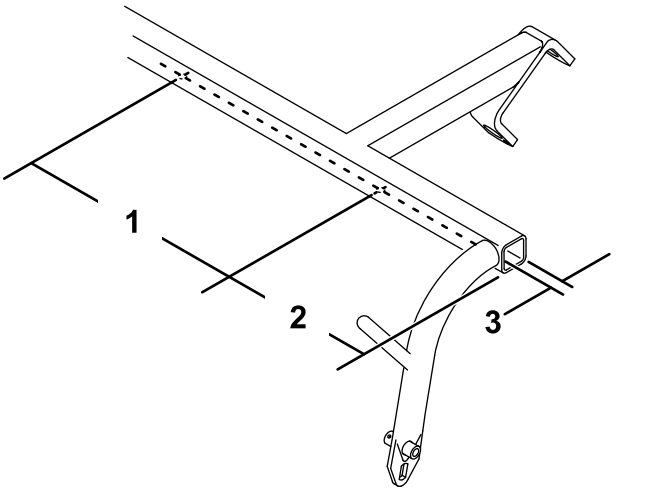

Figura 2
4. Se il telaio di trazione non ha 2 fori nel sottoscocca, praticateli nella posizione indicata nella Figura 2 con una punta da trapano da 5,6 mm.